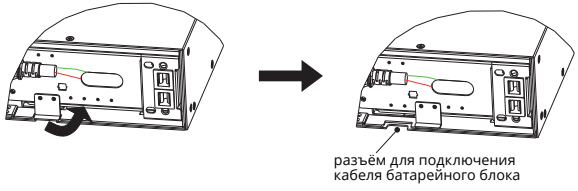

Рис. 2 Снятие заглушки для кабеля дополнительной батареи
2. На обратной стороне лицевой панели ИБП снимите заглушку для кабеля дополнительного батарейного модуля (см. рисунок 2).